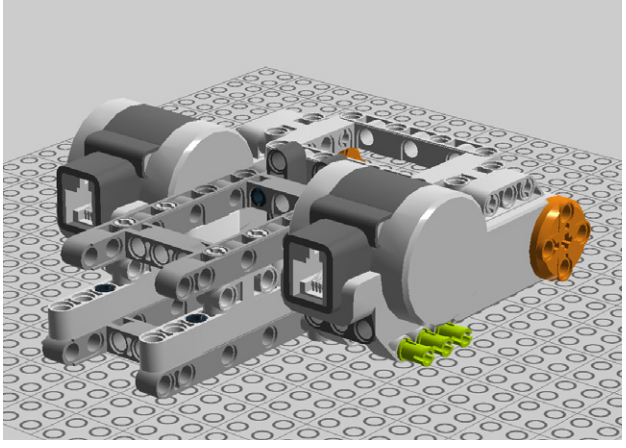

Figure 7-34. *Step 27: Adding pegs to the other motor*
27. Then, add three more pegs to the other motor (see Figure 7-34).